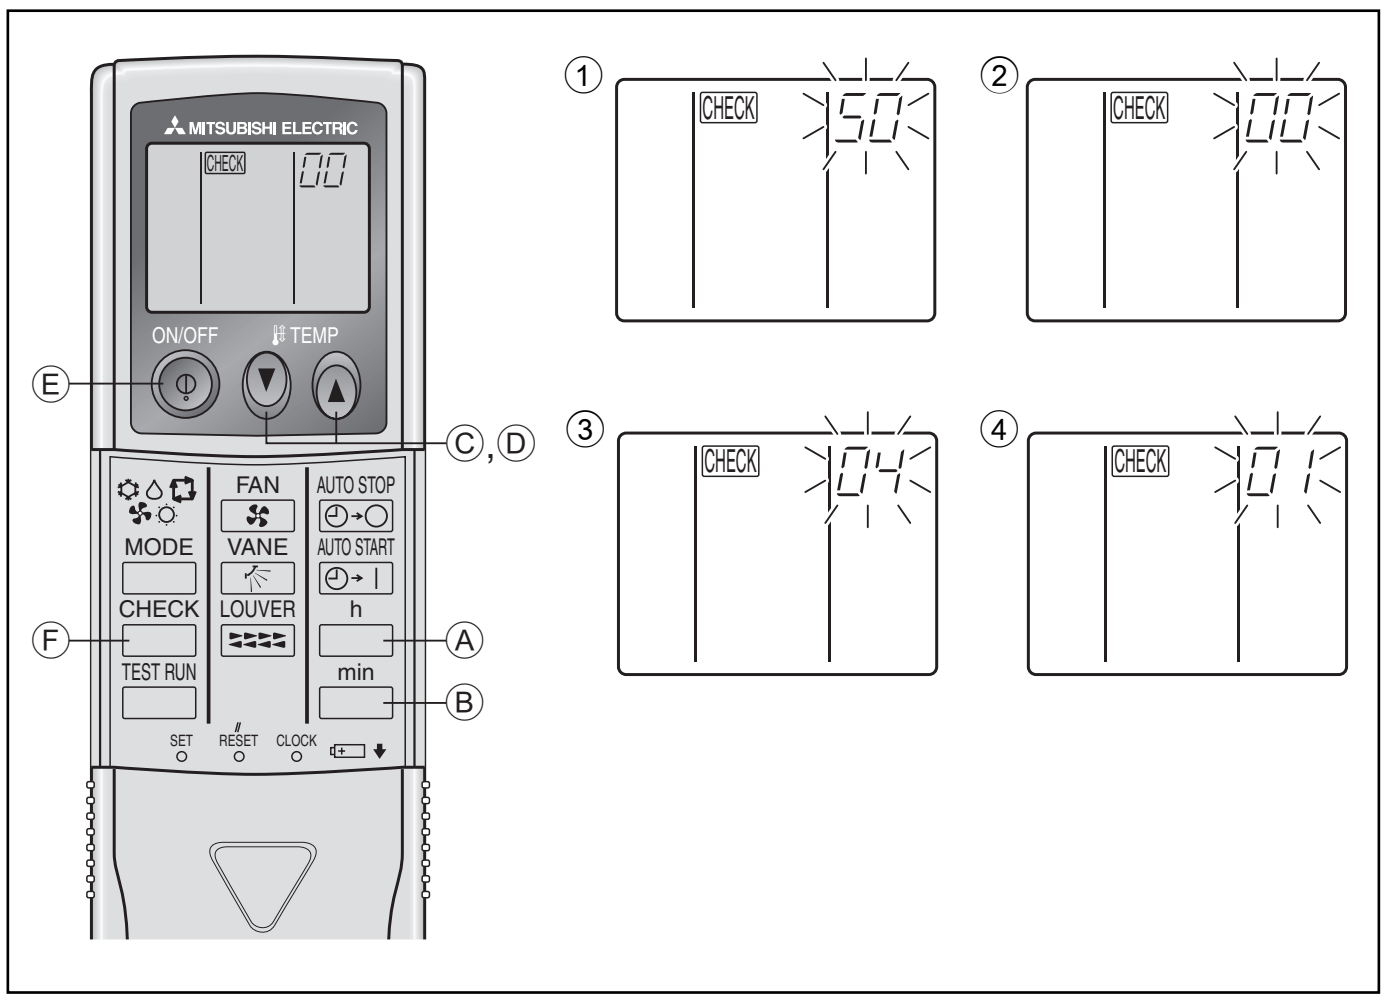

Fig. 6-9
2) Pour la télécommande sans fil (Fig. 6-9)